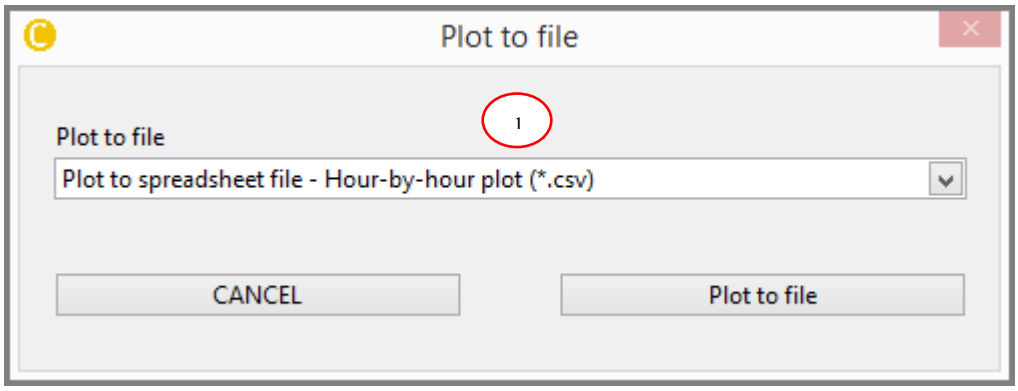

Figure 4-13: Plot TAB - Plot to file
By pushing the **"Plot to File"** button in the plot settings section a pop up dialog appear as shown in the Figure 4-13 allowing the user to **Export the plot** in two different formats:
- Choose the format form the **pull down menu** as indicated by 1 (encircled 1) from Figure 4-13